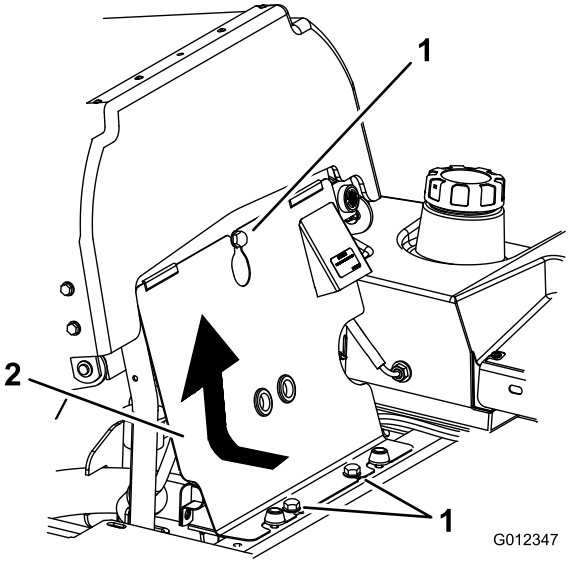

**Figur 72**
3. Tippa sätet framåt, lossa bultarna och demontera den främre motorkåpan (Figur 72).